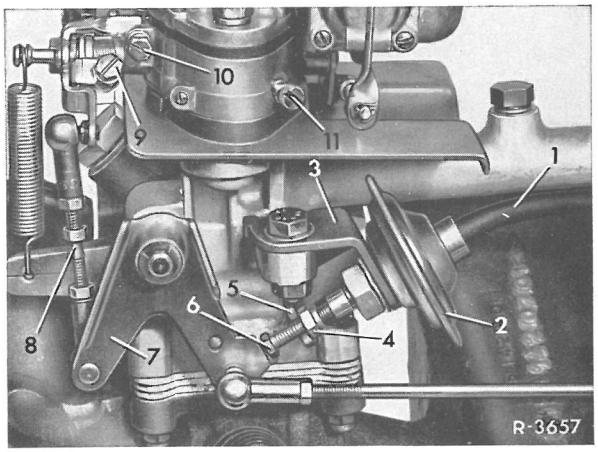

Fig. 00-22/2
10 Vakuumdæmperen indstilles. Vakuumdæmperens sekskantskrue (6) skrues så langt ud, at der er ca 1 mm spillerum mellem vinkelarm (7) og sekskantskrue (6) (fig. 00-22/2).